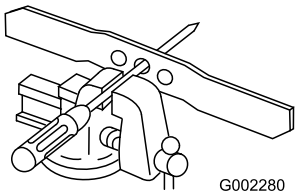

Figura 36
1. Verificate il bilanciamento della lama collocando il foro centrale della lama su un chiodo o sul codolo di un cacciavite serrato orizzontalmente in una morsa (Figura 36).